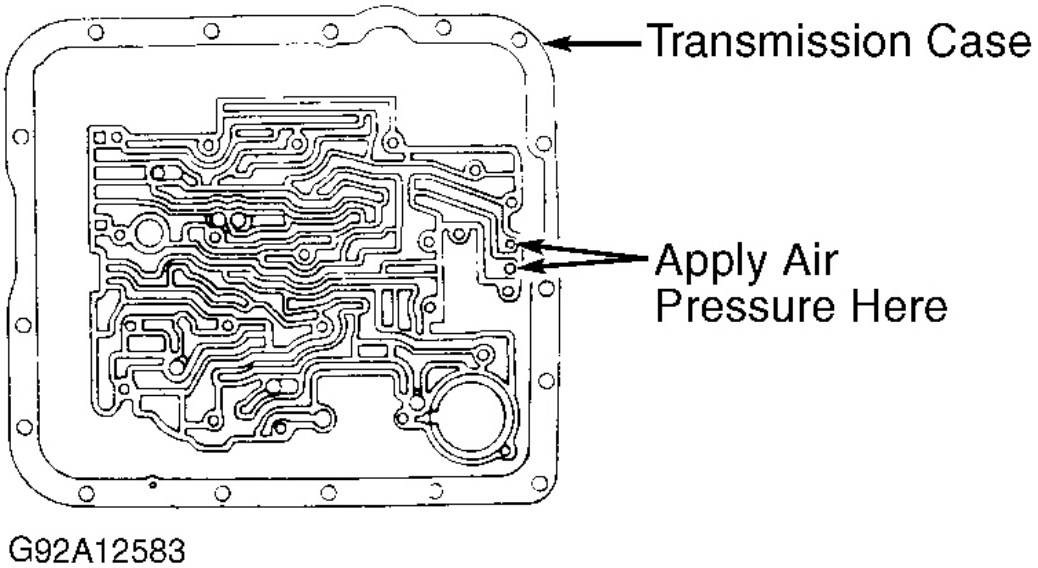

Fig. 19: Removing Low-Reverse Clutch Piston
2. Using Clutch Spring Compressor (J-23327), compress low reverse clutch spring retainer. Remove spring retaining ring and low-reverse spring assembly. Remove low-reverse clutch piston by applying air pressure in case apply passage. See **Fig. 19** .